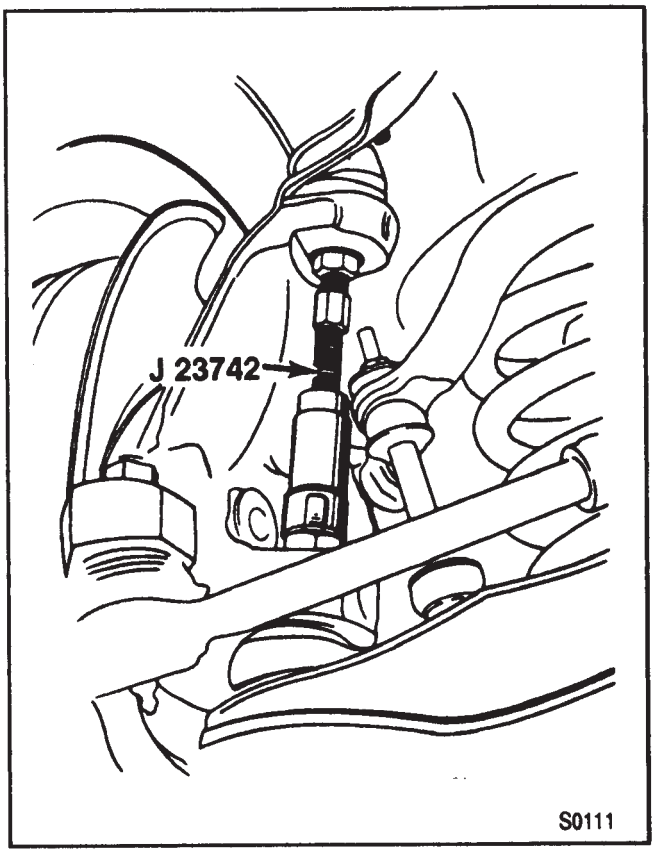
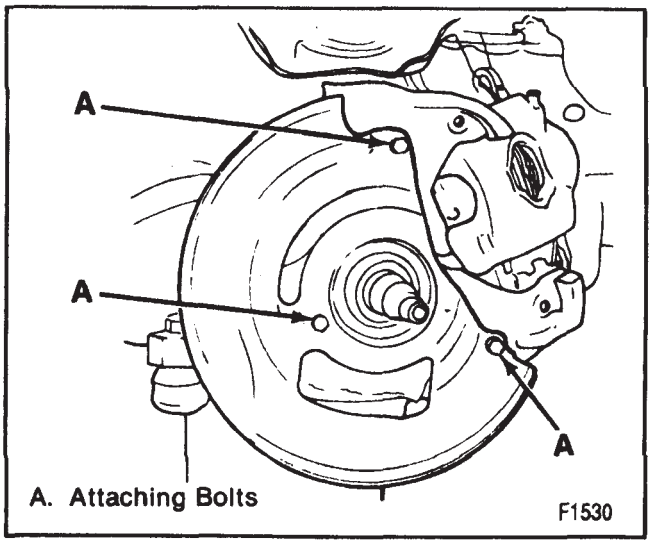
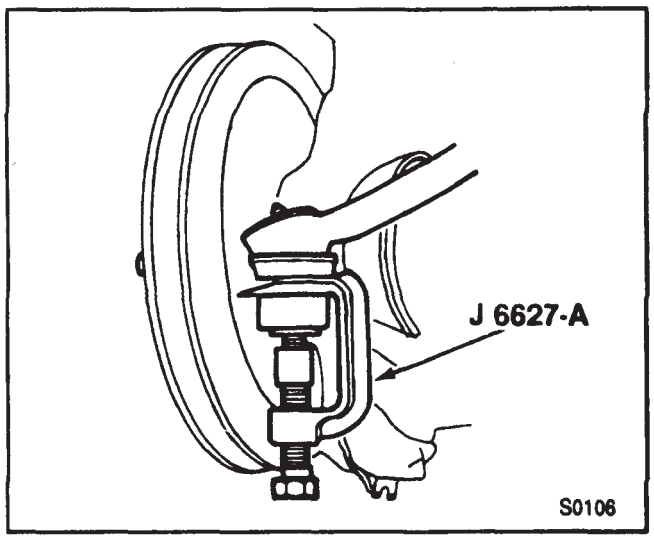

Figure 17—Disconnecting the Upper Ball Joint
Figure 22—Splash Shield Attachment
Figure 23—Removing the Tie Rod End
3. Cotter pin (68).
4. Stud nut (67) from the upper ball joint (66).
- Use J 23742 as shown in figure 17.
5. Rivets from the upper ball joint (66).
3. Rotor (17). Refer to "Rotor, Bearing and Seal Replacement" in this section.
4. Three bolts attaching the splash shield to the knuckle (23) (figure 22).
5. Nut (12).
6. Tie rod end from the knuckle (23) using J 6627-A or J 24319-01 (figure 23).
7. Knuckle seal (20) if the knuckle (23) is to be replaced.
- Be careful not to damage the knuckle seal (20).
8. Ball studs from the knuckle (23) using J 23742 (figure 17).
4. Bolts (A) to the splash shield (25) (figure 22).